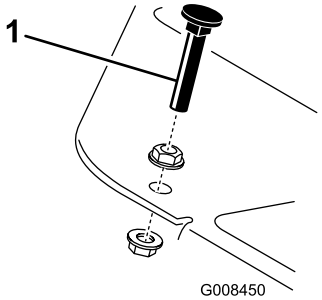

Figur 43
Trykk ned trekkpedalen. Hvis du kan tråkke pedalen helt inn (Figur 43) før det er spenning i kabelen, er det nødvendig med en justering.
1. Løsne flenshodelåsemutterne som fester pedalstopperen til gulvet (Figur 43).